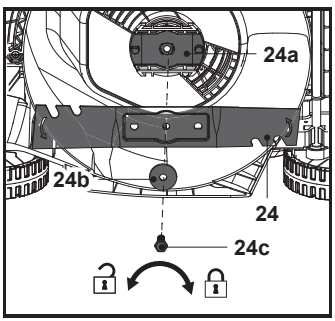

Fig. 23
1. Substitua a lâmina de corte (24) por uma nova do mesmo tipo. Verifique primeiro o estado do suporte da lâmina (24a) no fuso e, em seguida. fixe a lâmina de corte (24) no suporte da lâmina (24a), alinhando-a com os padrões no suporte da lâmina (24a), fixe o conjunto com a anilha plana (24b) e o parafuso de fixação (24c) e aperte manualmente.
2. Segure firmemente a lâmina de corte (24) com uma mão protegida com uma luva resistente e/ou com um pau de madeira e aperte o parafuso de fixação (24c) para a direita com um binário mínimo de 25 Nm e máximo de 35 Nm para garantir um funcionamento seguro da máquina (Fig. 23).